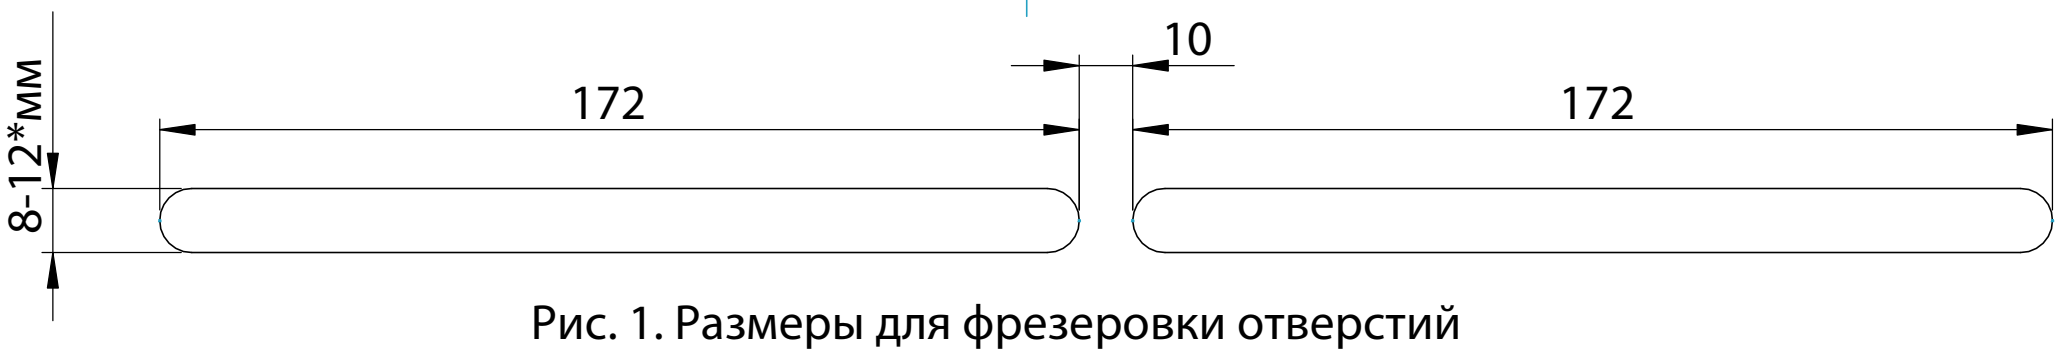

Рис. 1. Размеры для фрезеровки отверстий
1. Вырезать отверстия в оконной раме (Рис. 1);